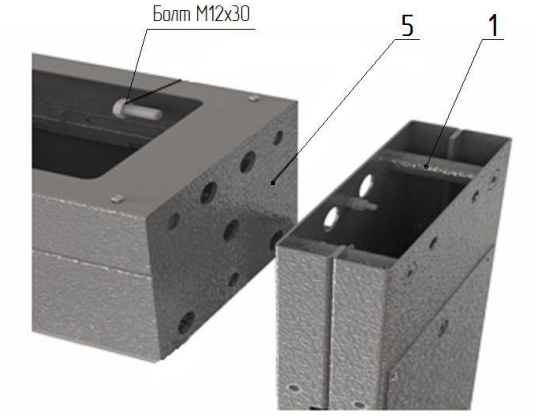
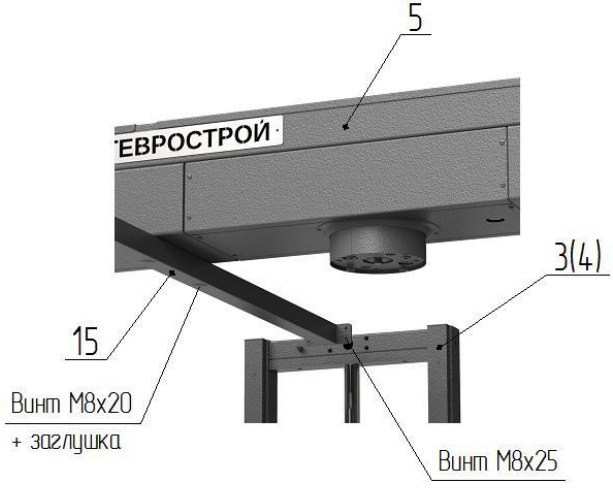

Рис. 1
Рис. 2
1. Сборка турникета (рис. 1, 2):
– положите на пол боковой плоскостью раму привода **5** (рис. 1), предварительно постелив лист картона, рядом аналогично положите две стойки крыла прохода **1** и **2**; состыкуйте указанные элементы друг с другом присоединительными элементами и закрутите по три болта М12х30 с каждой стороны; поставьте собранный портал вертикально на месте установки турникета; закрепите к раме **5** в средней части верхнюю стяжку **15** (рис.2) двумя винтами М8.